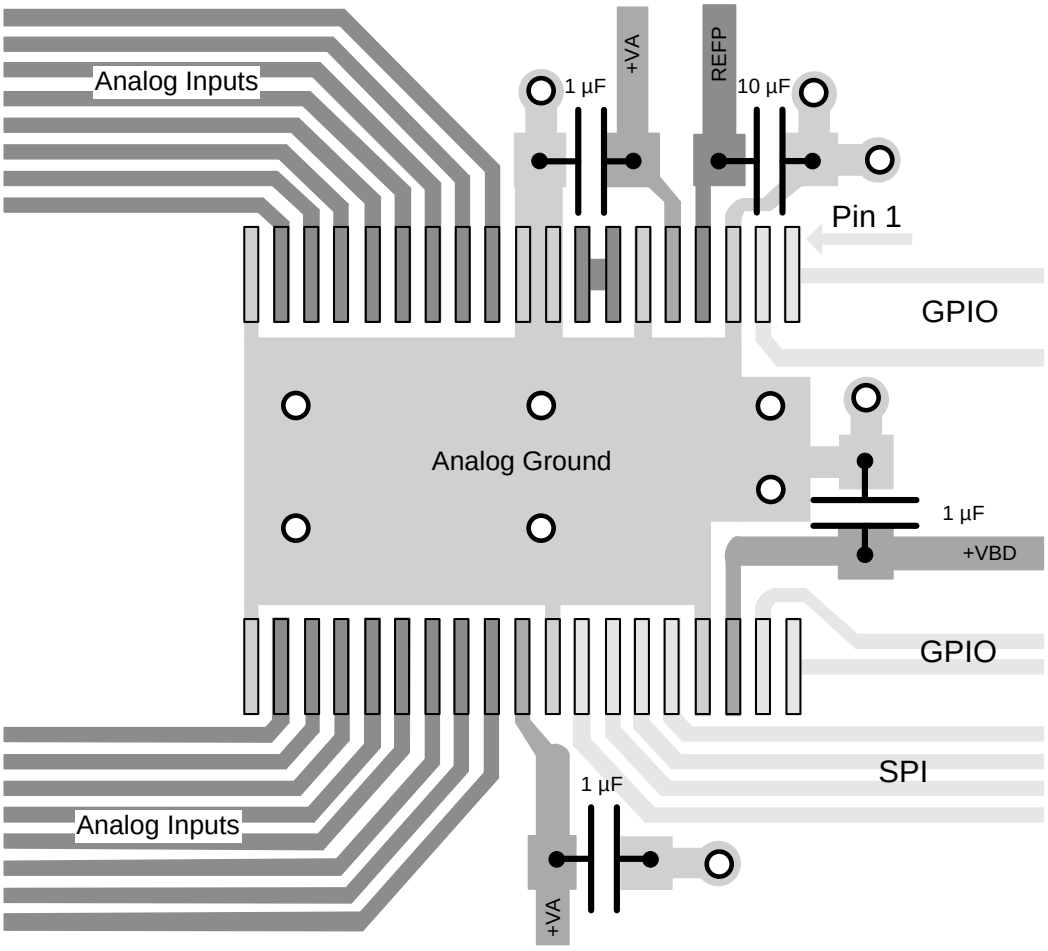
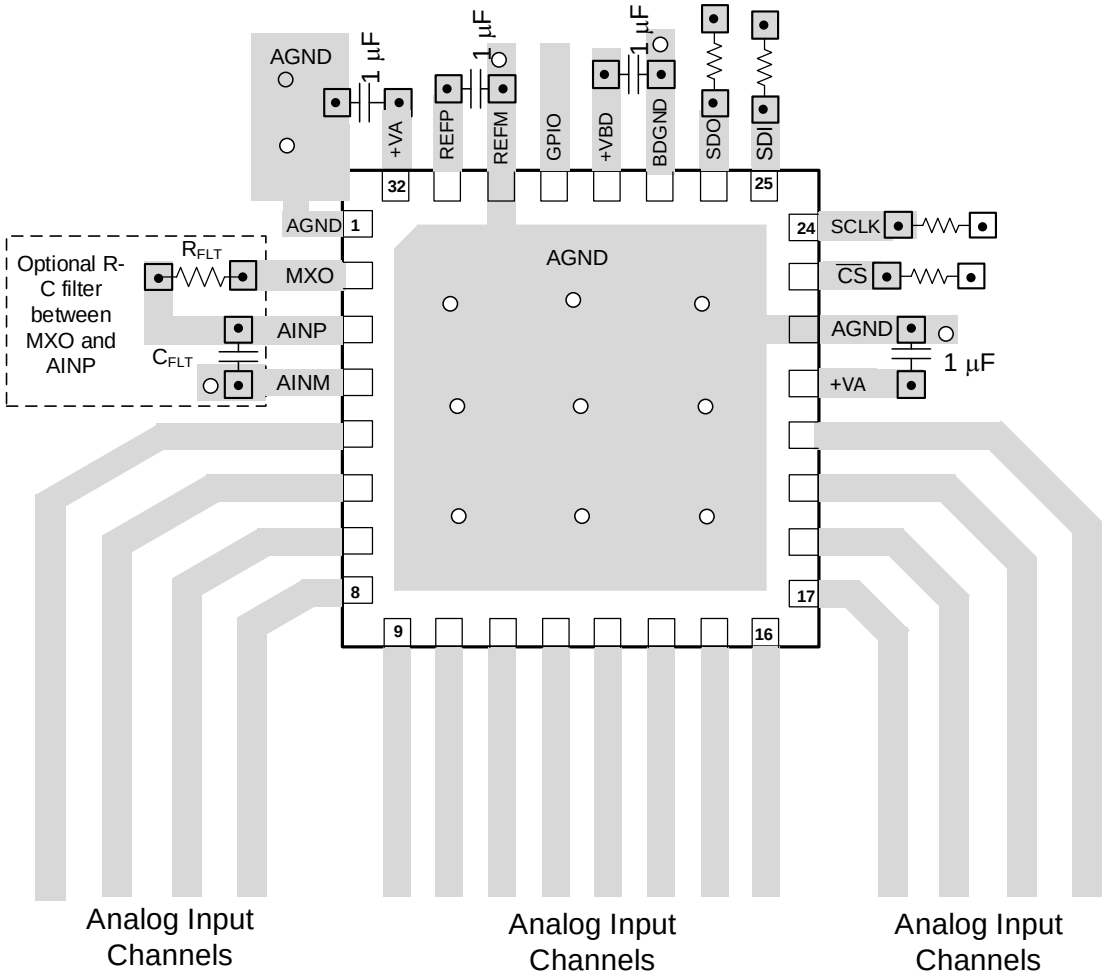

Figure 69. Recommended Layout for the TSSOP Packaged Device
Figure 70. Recommended Layout for the VQFN Packaged Device
- The power sources must be clean and properly decoupled by placing a capacitor close to each of the three supply pins, as shown in Figure 69 and Figure 70. To minimize ground inductance, ensure that each capacitor ground pin is connected to a grounding via by a very short and thick trace.
- The REFP pin requires a 10-µF ceramic capacitor to meet performance specifications. Place the capacitor directly next to the device. This capacitor ground pin must be routed to the REFM pin by a very short trace, as shown in Figure 69 and Figure 70.
The full-power bandwidth of the converter makes the ADC sensitive to high frequencies in digital lines. Organize components in the PCB by keeping digital lines apart from the analog signal paths. This design configuration is critical to minimize crosstalk. For example, in Figure 69, input drivers are expected to be on the left of the converter and the microcontroller on the right.